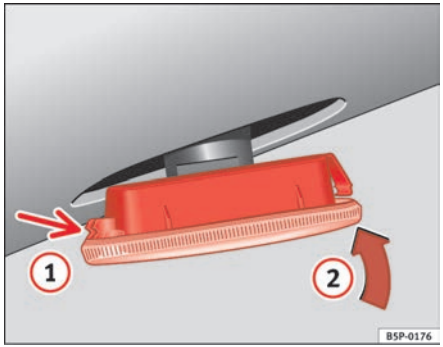

Fig. 191 Side indicator
- First place the indicator in the opening in the bodywork, fixing the tabs ⇒ fig. 191, arrow (1).
- Insert the bulb as shown by the arrow (2) ⇒ fig. 191. ■